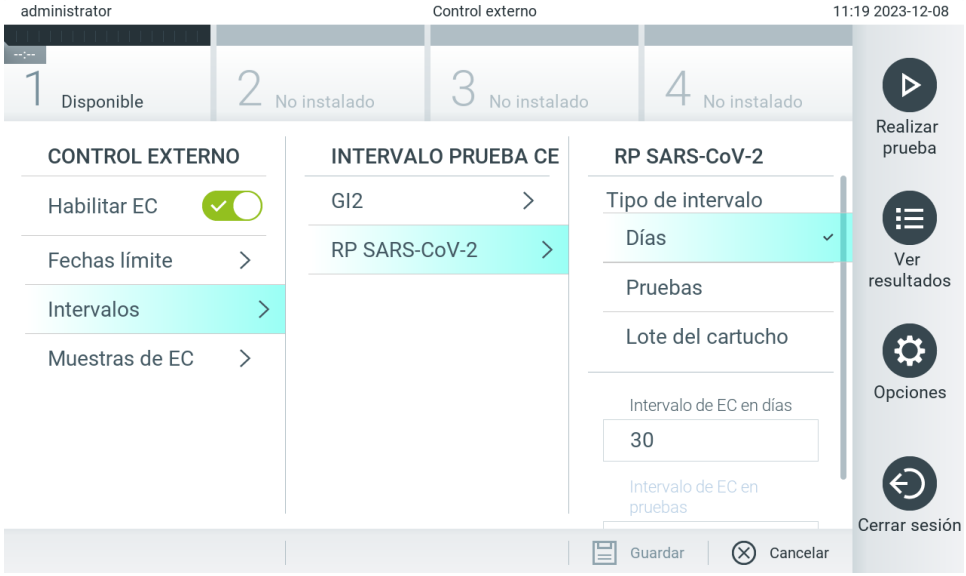

Figura 78. Pantalla External Control Intervals (Intervalos de control externo).
5. Seleccione **EC Samples** (Muestras de EC) para añadir o editar muestras que se usan en una prueba de control externo. Para añadir una nueva muestra de EC, pulse **Add new Sample** (Añadir nueva muestra) y luego continúe con la configuración en la columna derecha (Figura 78). Para editar una muestra de EC, seleccione una existente de la columna del medio y continúe con la configuración en la columna de la derecha.